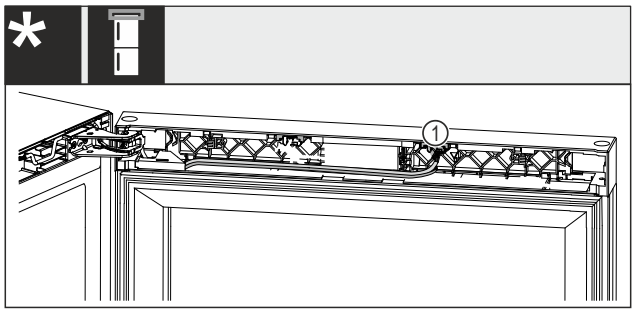

*Fig. 25 Vīna ledusskapja un saldētavas kombinācijas**
▶ Izvelciet spraudni *Fig. 25 (1)* no ligzdas.*